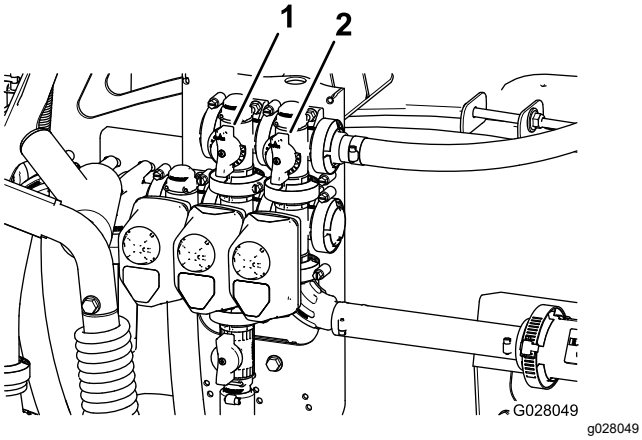

Figura 24
11. Ajuste a válvula de desvio de agitação (Figura 24) na parte traseira da válvula de agitação até que a leitura de pressão no manômetro seja de 6,9 bar (100 psi).
9. Ajuste a alavanca de desvio da seção principal para controlar a quantidade de agitação que ocorre no tanque (Figura 24).